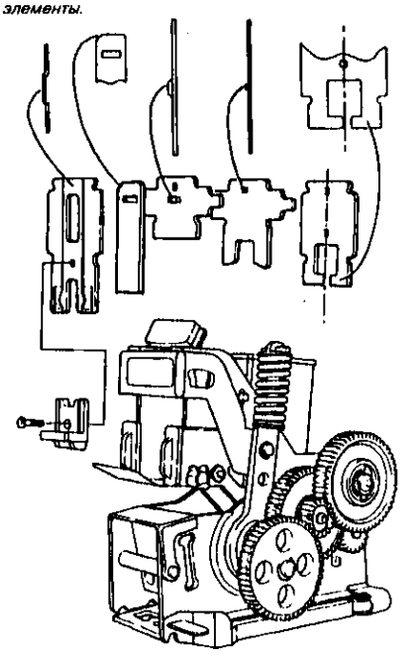

Рисунок 9. Установка направляющих и лезвия
8. (Рисунок 9) Установите снятые элементы на место, соблюдая следующий порядок: передняя направляющая скрепок, лезвие, рукоятка и задняя направляющая скрепок.